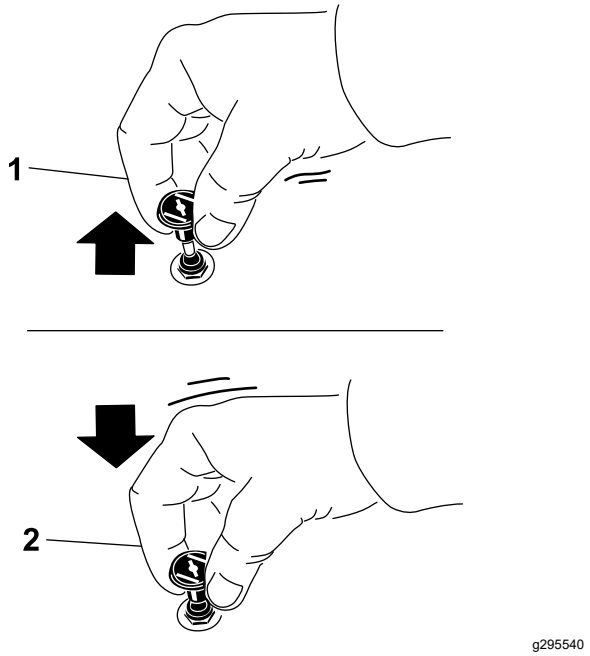

Figuur 21
1. Trek de knop van de choke omhoog om deze in te schakelen voordat u de contactschakelaar inschakelt (Figuur 21).
2. Druk de choke omlaag om deze weer uit te schakelen nadat de motor is gestart (Figuur 21).